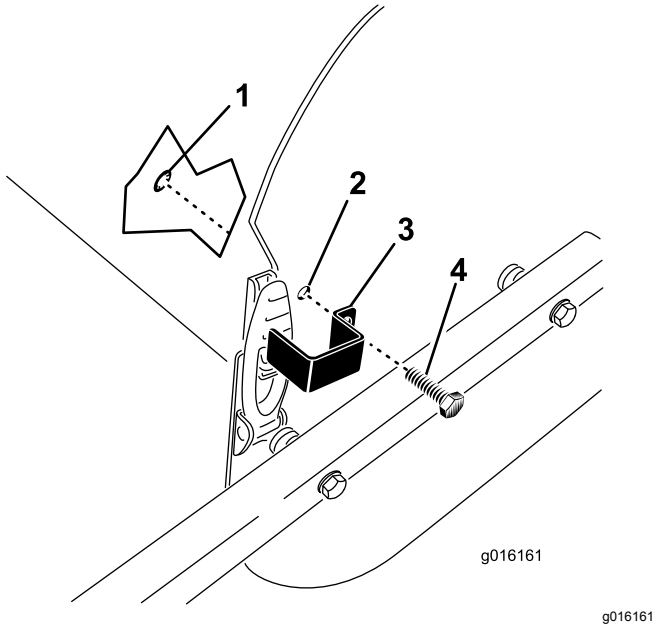

Figur 36
1. Placera låsplattan över motorhuvsspärren och passa in monteringshålet med hålet i sidoplåten (Figur 36).
2. Säkra låsplattan vid sidoplåten med en skallskruv och en fästring (Figur 36).